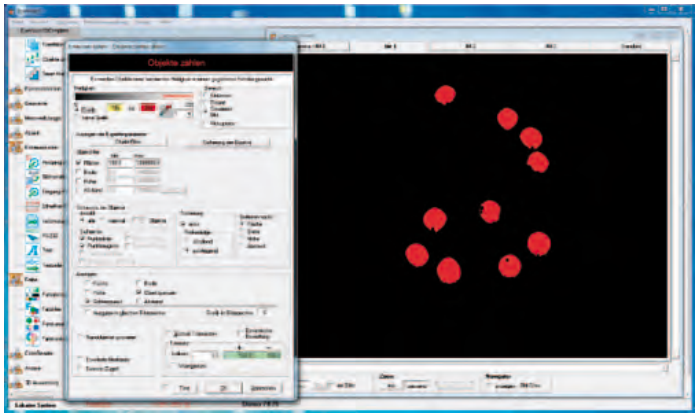
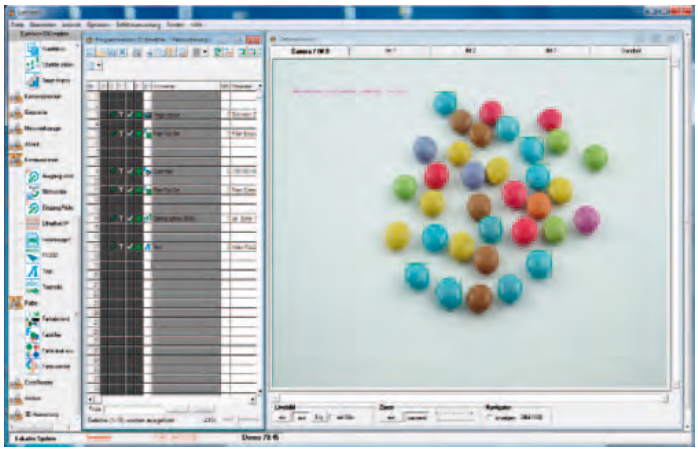

Bild 4: Anwendung des Blob-Befehls auf die blauen Smarties
Bild 5: Als Ergebnis zählt der Blob-Befehl 10 blaue Smarties
In Bild 5 z.B. hat jede blaue Schokolinse einen eigenständigen Blob, der sich durch seine Grau- oder Farbwerte vom dunklen Hintergrund absetzt. Die Blob-Analyse besteht nun darin, die relevanten Objekte vom Hintergrund zu trennen (sogenannte Binarisierung) und diese anschließend anhand ihrer Größe, Geometrie, Lage oder Orientierung zu klassifizieren.
3. Analyse: im letzten Schritt wird die Blob-Analsyse angewandt und das Ergebnis berechnet. Bild 4 zeigt wie der Befehl „Objekte zählen" angewandt wird. In Bild 5 sieht man, wie durch die Blob-Analyse die blauen Linsen einen Blob erhalten haben. Die Anwendung zählt genau 10 Smarties.